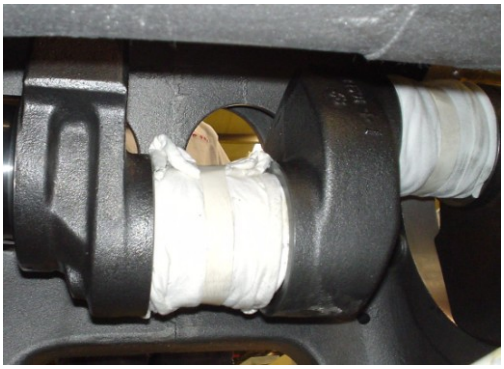
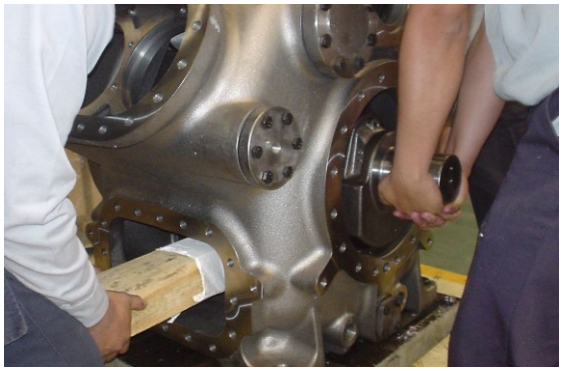

Fig. 5-53 Protection of the Crankshaft Pin
Fig. 5-54 Assembly of the Crankshaft
1. With the crankshaft journals wrapped in a cloth for protection, insert it into the crankcase. (see Fig. 5-53 and Fig. 5-54).